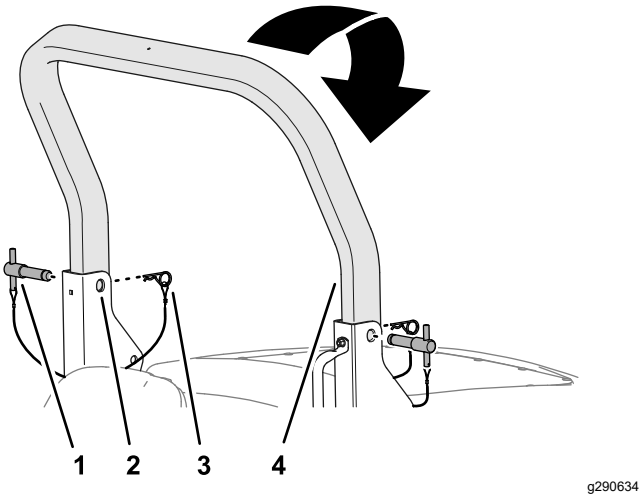

Figur 26
2. Fjern låseclipsene fra styrtbøjlestifterne i aksebeslagene på det nedre styrtbøjlestel (Figur 26).
3. Mens du understøtter den øvre styrtbøjles vægt, skal du fjerne styrtbøjlestifterne fra aksebeslagene (Figur 26).